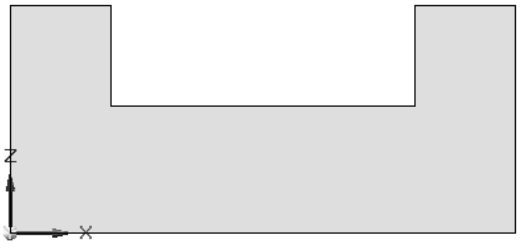

Figure 2-44 *Sketch after drawing the lines*
16. Choose the **Select** tool from the **Select** group of the **Home** tab to exit the **Line** tool. On doing so, the profile gets shaded, indicating that it is a closed region. The sketch after drawing the lines is shown in Figure 2-44.